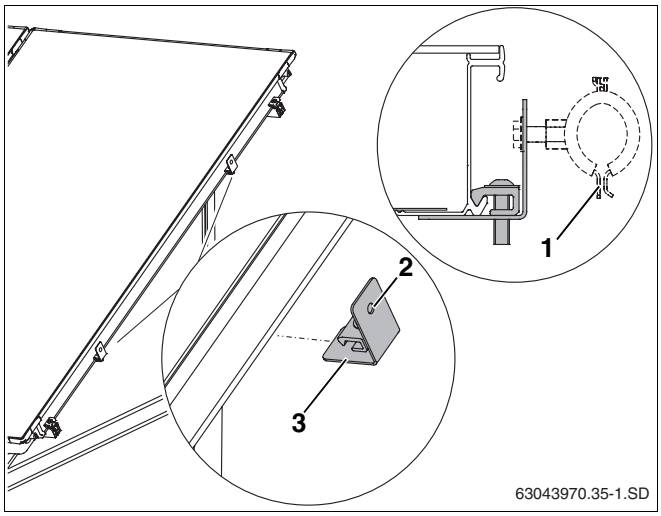

Afb. 56 Houder aan het collectorframe bevestigen
We raden u aan gebruik te maken van de vrij verkrijgbare leidingklemmen (afb. 56, **pos. 1**) voor de bevestiging van de verzamelleiding aan de draad M8 van de houder (afb. 56, **pos. 2**).
- Steek de houder (afb. 56, **pos. 3**) op het collectorframe en draai de schroef vast met een sleutel SW5.